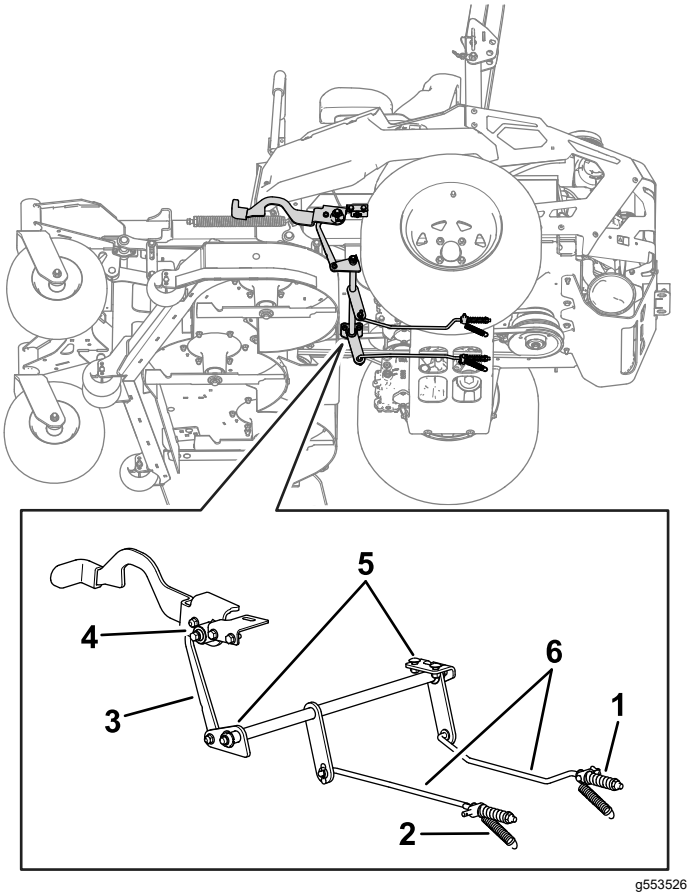

Figure 67
7. If an adjustment is necessary, disengage the parking brake. Inspect all components of the parking brake linkage for wear. Replace any worn components (Figure 67) and repeat step 6.